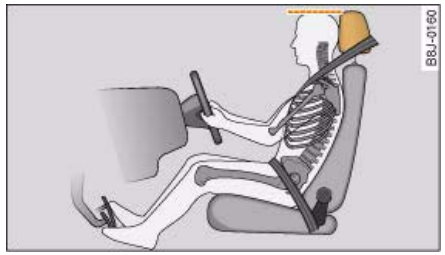

Fig. 200 Correct head restraint position for the driver
– Adjust the head restraint so that the top of the head restraint is level with the top of your head ⇒ fig. 200.